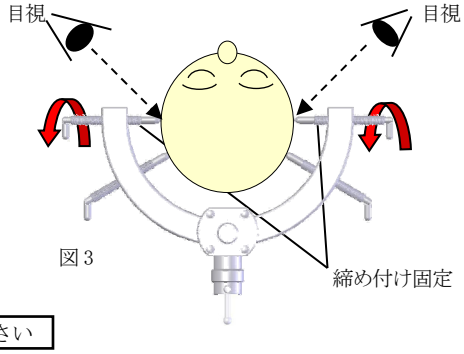

図3
③ 最後に仮止めしていたスクリューピンを1/4～1/2程回転させ、更なる締め付けをしてください。(図3)スクリューピンによる過度の締め付けは、頭蓋骨の割れ･陥没･貫通、また、皮膚の裂傷等の恐れがあります。スクリューピンの締め付けは注意して行ってください。